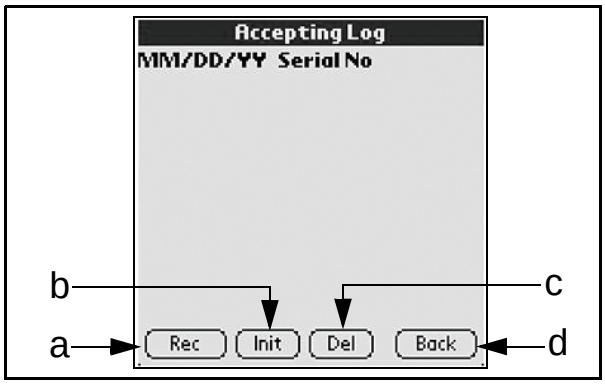

Figure 7-17 Accepting Log Menu
2. In the Figure 7-17 **Accepting Log** Menu choose: